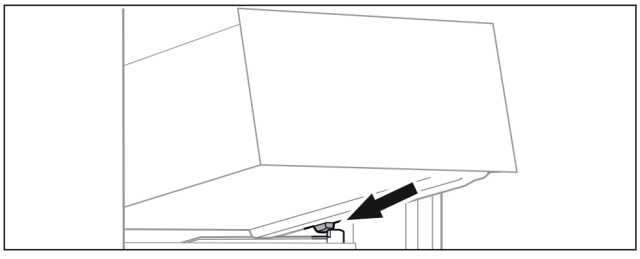

Fig. 17
▶ Applicare il cassetto in modo inclinato dietro i fermi sulla nervatura del contenitore *Fig. 17 ()*.